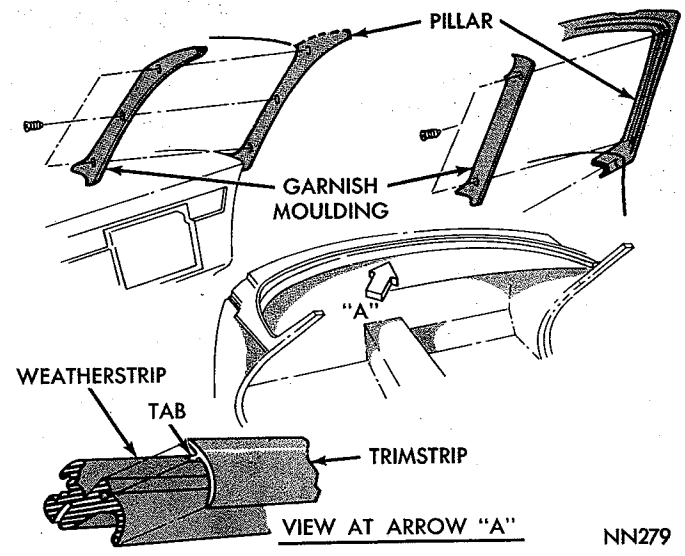

*Fig. 5—Windshield Garnish Mouldings and Trim Strip (Valiant)*
(2) From inside car, remove windshield garnish mouldings and lower trim strip (Fig. 5).
(3) Remove windshield wiper arms and blades.
(4) Starting at bottom center of windshield, pry out end of mylar strip and remove strip from weather-